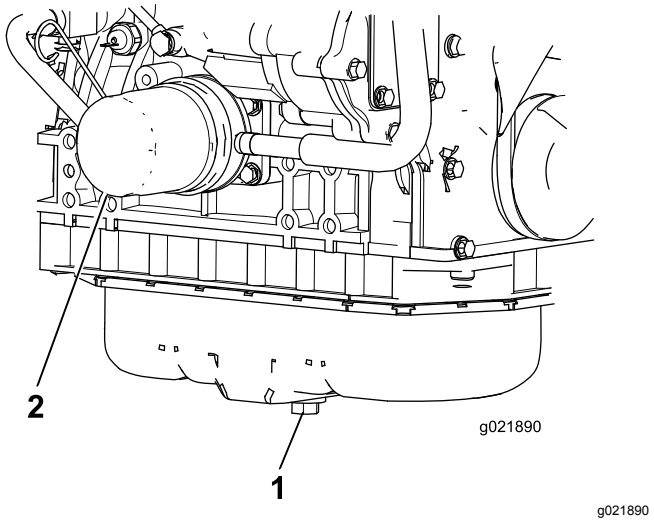

Figuur 86
1. Verwijder de aftapplug en laat de olie in een opvangbak lopen (Figuur 86).
3. Verwijder het oliefilter (Figuur 86).